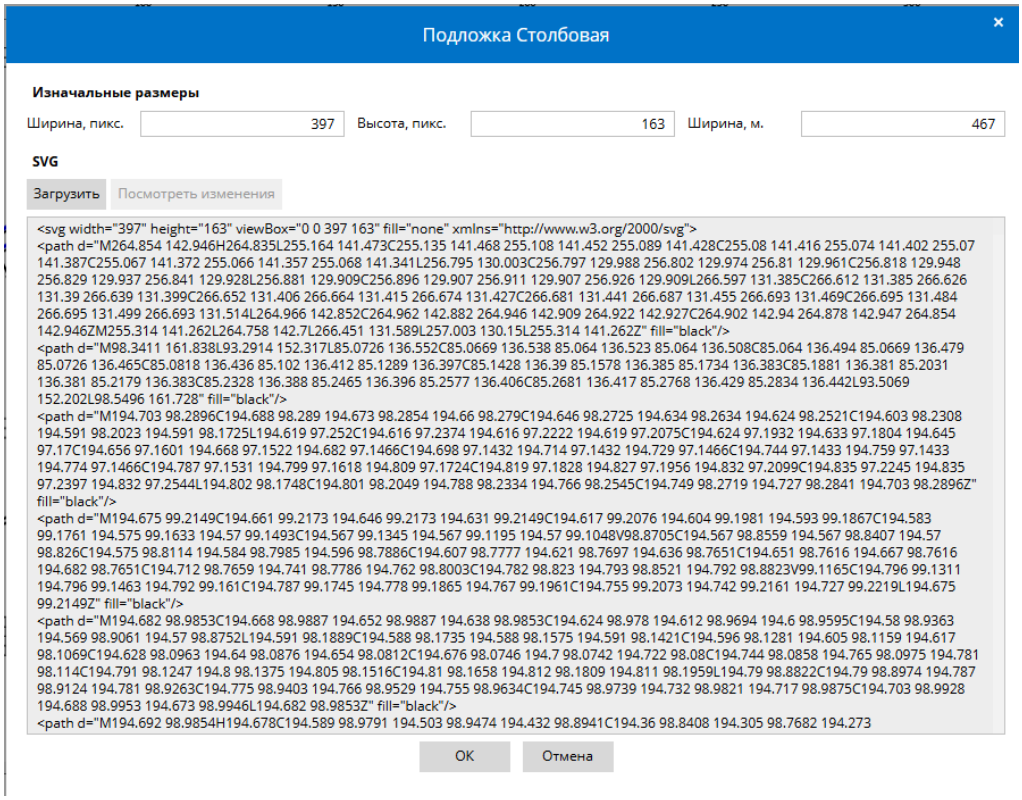

Рисунок 75 – Форма установки параметров карты
– Кнопка Задать данные подложки, которая позволяет задать размеры карты а также загрузить карту из файла формата SVG (Рисунок 75).